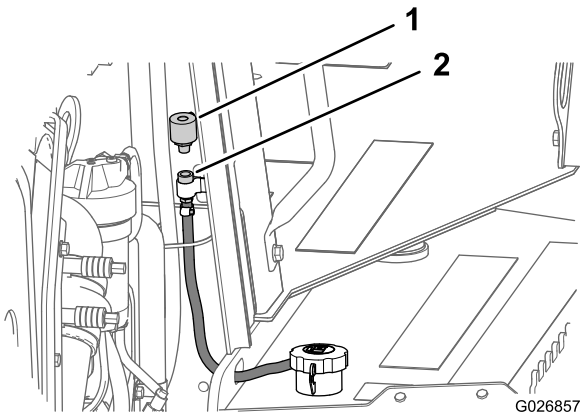

Rysunek 72
2. Z przedniej strony przedziału silnika odłącz odpowietrznik od złącza rurowego, obracając odpowietrznik w lewo (Rysunek 72).
3. Zamontuj nowy odpowietrznik do złącza rurowego, mocno dociskając (Rysunek 72).